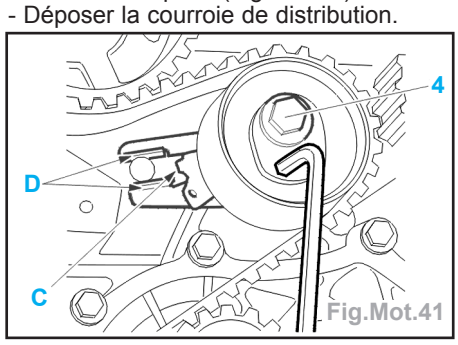
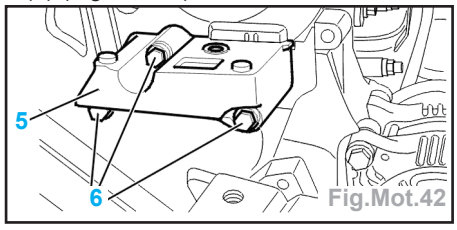

Fig.Mot.41
Fig.Mot.42
- Desserrer la vis de fixation (4) du galet tendeur en retenant sa détente à l'aide d'une clé six pans (Fig.Mot.41).
- Desserrer la vis (4) du galet tendeur (Fig.Mot.41).
- A l'aide d'une clé six pans amener l'index (C) du galet tendeur au milieu de la zone de contrôle (D) en tournant le tendeur dans le sens horaire.
- Serrer la vis (4) à 2,5 daN.m.
- Contrôler le bon positionnement de l'index (C) du tendeur dynamique; dans le cas contraire, reprendre l'opération de repose de la courroie.
- Reposer le support moteur intermédiaire (5) (Fig.Mot.42).